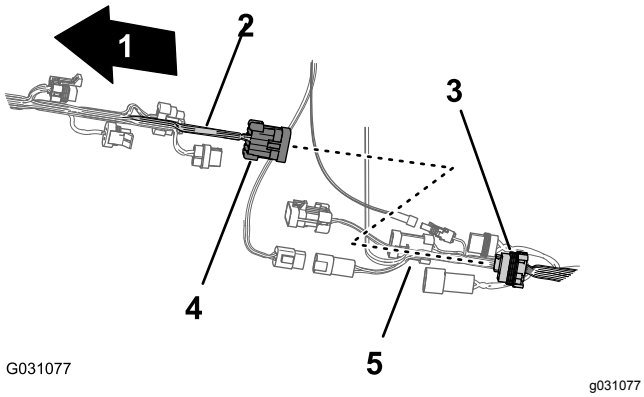

Figur 91
5. Tilslut sprøjteledningsnettets sammenkoblings konnektor med 10 ben på det forreste ledningsnet til sprøjteledningsnettets sammenkoblings konnektor med 10 sokler fra bageste ledningsnet (Figur 91).